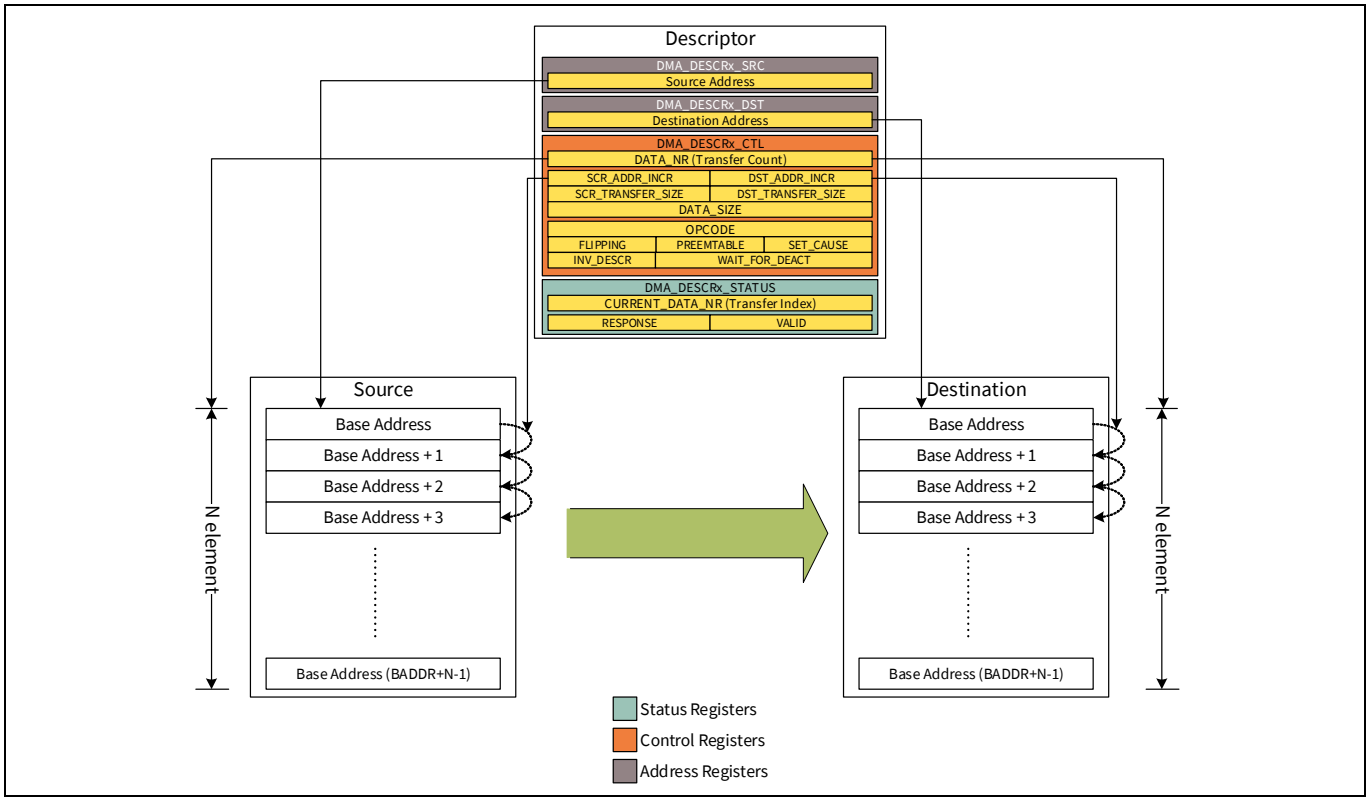

**Figure 6-3. DMA transfer: Address configuration**
**Figure 6-3** demonstrates the use of the descriptor settings for the address configuration of a transfer.